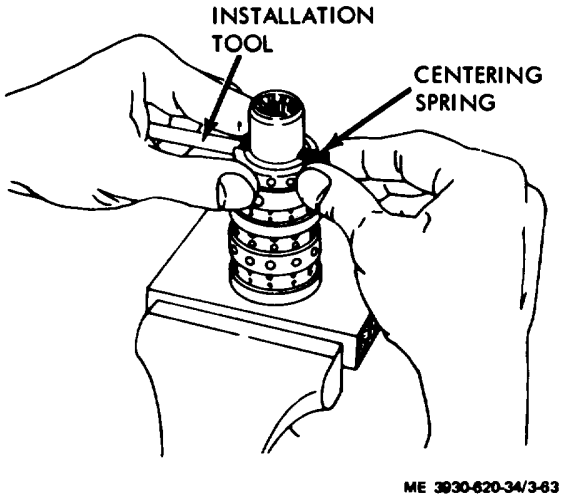

Figure 3-62. Centering spring set being installed.
(11) Check spool for freedom of rotation.
(12) With spring slots of both parts aligned, position parts on end and insert spring installation tool through slots in both parts.
(13) Position 3 pairs of centering springs (or 2 sets of three each) on work bench so that extended edge is facing downward and arched center section is together.
(14) While holding this position, insert one end of entire spring set into spring installation tool.
(15) Compress extended end of centering spring set and push it into spool and sleeve assembly while withdrawing installation tool. (fig. 3-62 and 3-63.)
(16) Insure that spring set is centered in the parts so they can be pushed down evenly and flush with the upper surface of the spool and sleeve assembly.
(17) Install centering pin through spool assembly and push into place until centering pin is